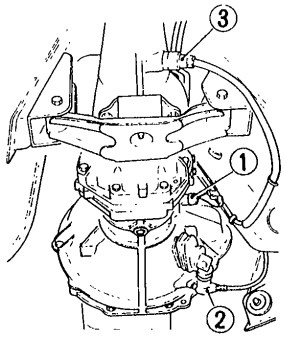

Fig. MT-5 Bottom view of car
8. Disconnect wires (1) from reverse lamp switch and neutral switch. See Figure MT-5.
9. Remove clutch operating cylinder (2) from transmission case. See Figure MT-5.
10. Disconnect speedometer cable (3) from rear extension housing. See Figure MT-5.